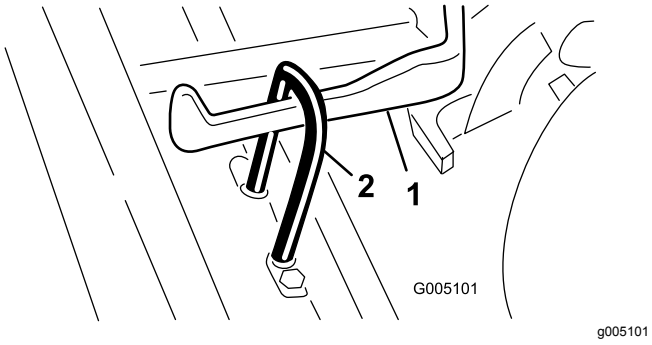

**Figur 7**
2. Skyv klippeenheten under trekkrammen, og fest løftevalsen på løftearmen (Figur 7).